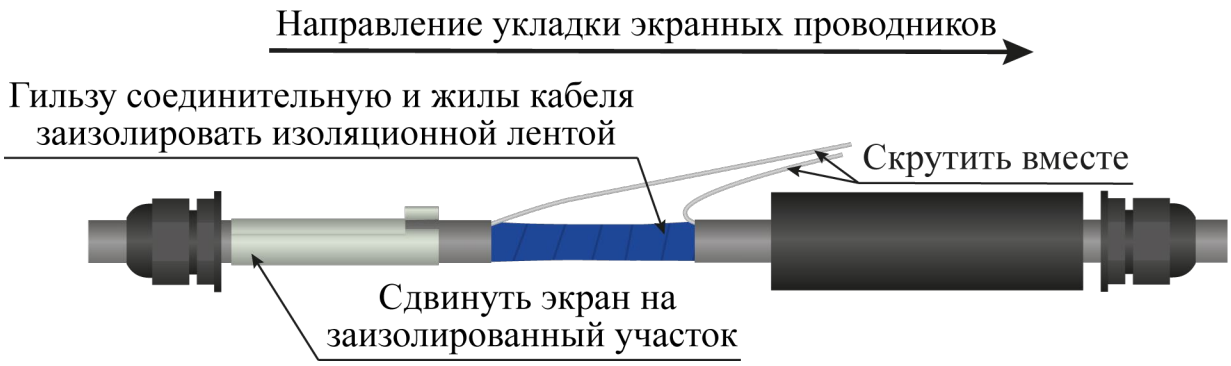

Рисунок 4.20
– гильзу соединительную и жилы кабелей заизолировать изоляционной лентой (рисунок 4.20);
– экранные проводники ремонтируемых кабелей уложить в одном направлении, скрутить вместе (рисунок 4.20);
– сдвинуть экран муфты соединительной на место соединения ремонтируемых кабелей (рисунок 4.20);